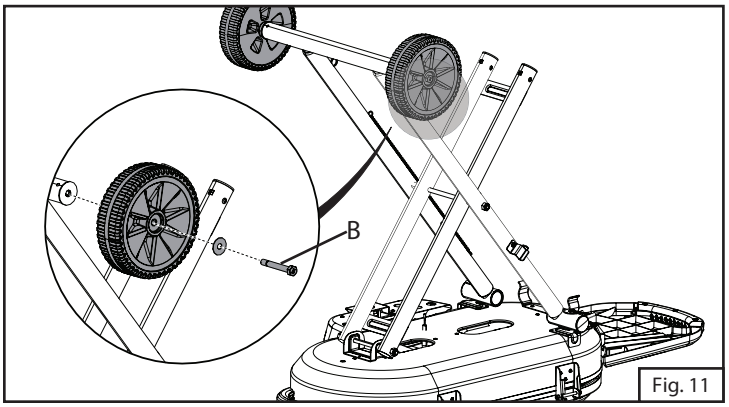

Fig. 11
10. Attach each wheel to axle using one bolt and one washer. (Fig. 11)